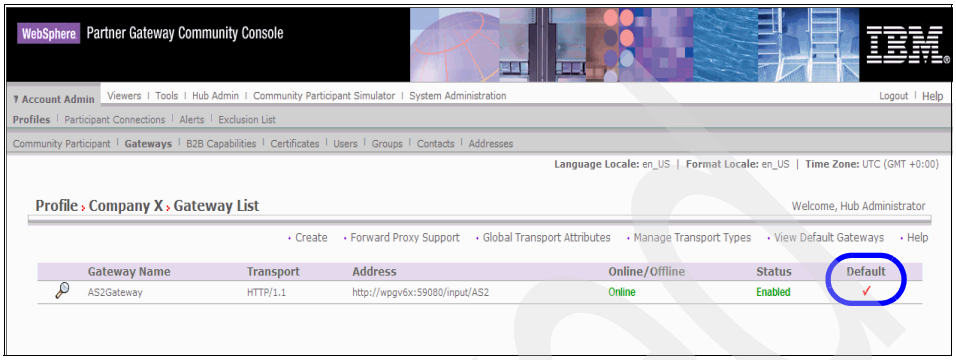

Figure 10-16 List of Gateways for Company X
8. For the production gateway, select **AS2Gateway** and click **Save**. You should see the list of gateways for Company X as shown in Figure 10-16 on page 299.